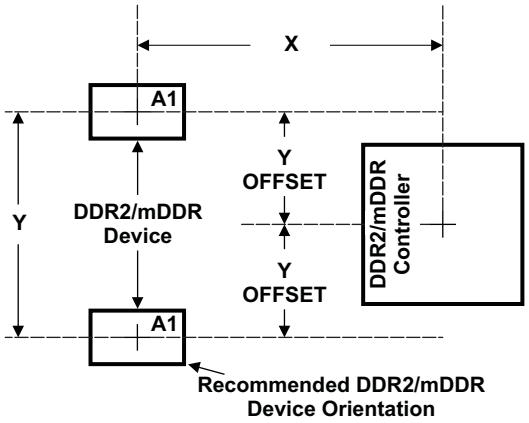

Figure 6-20. C6748 and DDR2/mDDR Device Placement
Figure 6-19 shows the required placement for the device as well as the DDR2/mDDR devices. The dimensions for Figure 6-20 are defined in Table 6-28. The placement does not restrict the side of the PCB that the devices are mounted on. The ultimate purpose of the placement is to limit the maximum trace lengths and allow for proper routing space. For single-memory DDR2/mDDR systems, the second DDR2/mDDR device is omitted from the placement.
(1) See Figure 6-20 for dimension definitions.
(2) Measurements from center of device to center of DDR2/mDDR device.
(3) For single memory systems it is recommended that Y Offset be as small as possible.
(4) Non-DDR2/mDDR signals allowed within DDR2/mDDR keepout region provided they are separated from DDR2/mDDR routing layers by a ground plane.
(5) w = PCB trace width as defined in Table 6-27.